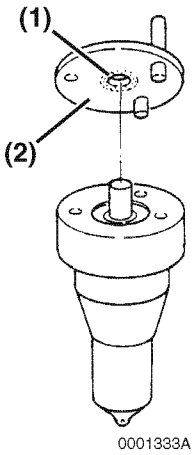

Figure 7-56
6. Inspect the sealing surfaces **(Figure 7-56, (2))** between the valve stop spacer and nozzle body for nicks or scratches. Check the contact area between the valve stop spacer and the nozzle valve **(Figure 7-56, (1))** for scoring, or pitting. Use a magnifier glass to inspect the area.